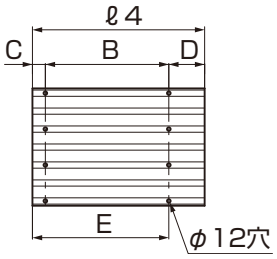
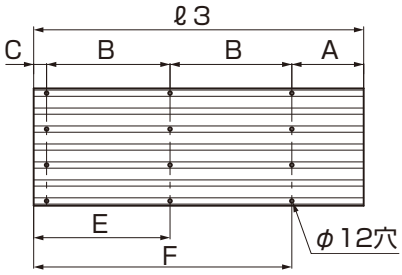

図1-5　折板中 加工位置図
図1-6　折板上 加工位置図
①図1-4、図1-5、図1-6、表1-2を参照して、折板を加工してください。